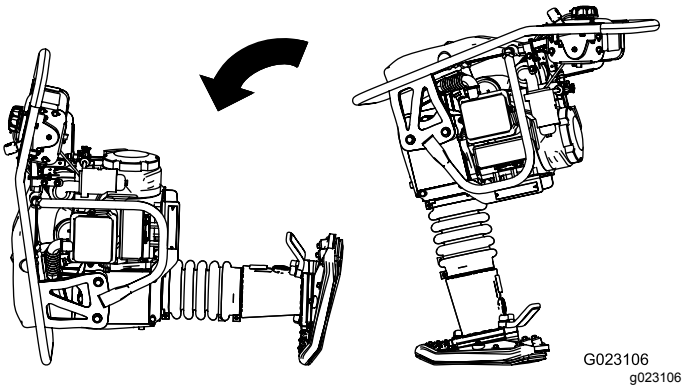

Figura 10
3. Coloque la máquina cuidadosamente en la posición indicada en Figura 10, y amárrela con correas o cadenas para evitar que se mueva o vuelque.